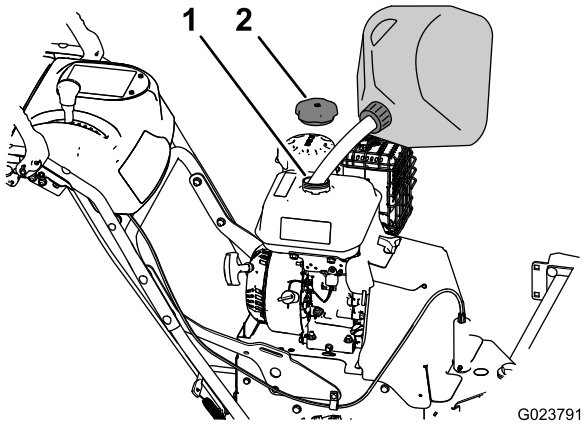

Figur 7
1. Rengjør rundt drivstofflokket (Figur 7).
2. Ta lokket av drivstofftanken (Figur 7).
4. Sett lokket godt på, og tørk opp eventuelt bensinsøl (Figur 7).